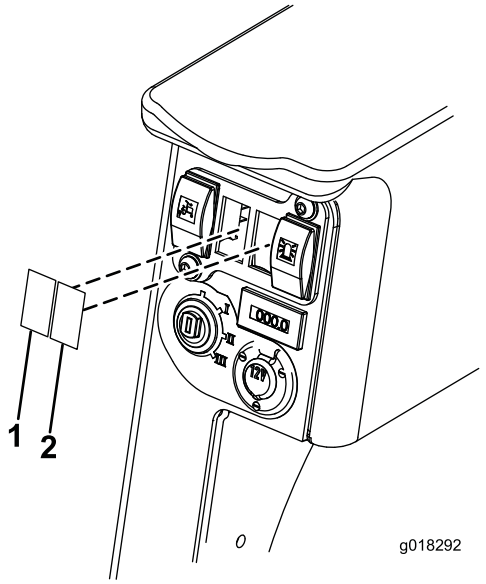

Figur 15
6. Fjern de to ledige kontaktpaneler, og før konnektorerne og ledningerne til katastrofelyset og lygtekontakten gennem hullet til kontakten (Figur 15). Konnektorerne til katastrofelyset og lygterne er på de kortere ledninger, konnektoreren til katastrofelyset er rød, og konnektoreren til lygterne er sort. Konnektoreren til blinklyset er sort og på den længere ledning.